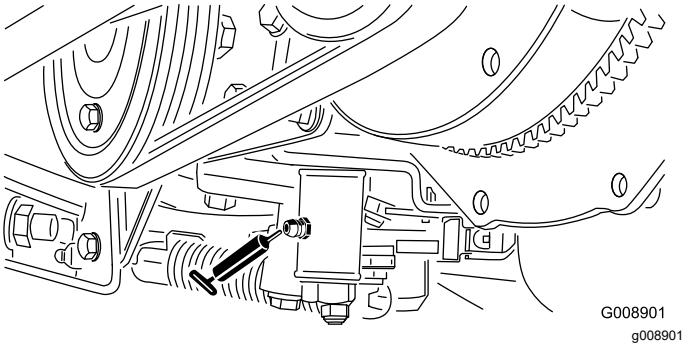

**Figur 52**
- Nøytral justeringsmekanisme (Figur 52)